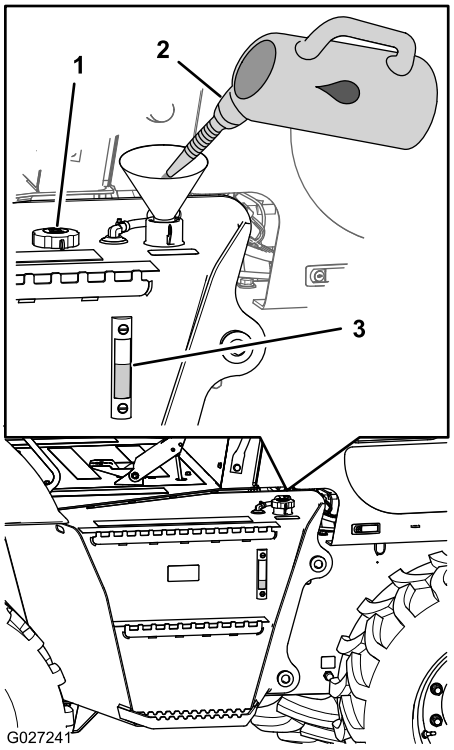

Figura 27
3. Verifique o nível de fluido hidráulico no visor de nível na lateral do reservatório hidráulico (Figura 27).
4. Caso o nível de fluido hidráulico não esteja visível no visor de nível, remova a tampa do tubo de enchimento (Figura 27), adicione o fluido hidráulico especificado até o nível atingir o ponto intermediário do visor de nível e, então, instale a tampa do tubo de enchimento.